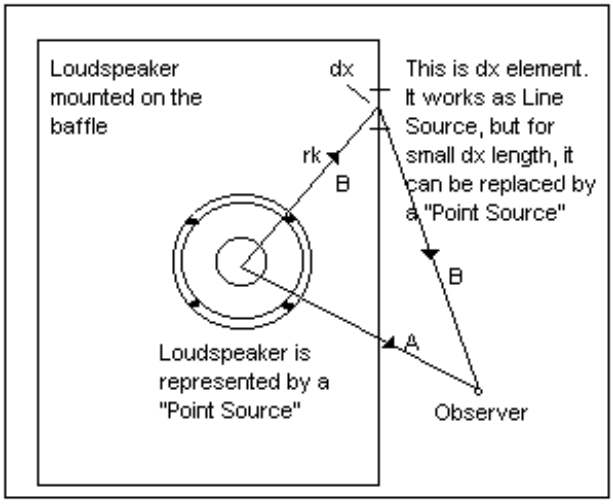

Fig 4.12. GTD concept.
Plainly speaking, when testing in the anechoic chamber, at high frequencies the speaker is radiating into "half space" (**2π**) i.e. it is only radiating into the forward hemisphere. At low frequencies the speaker radiates into "full space", (4**π**) exhibiting a loss of bass when implemented in typical speaker enclosures. The difference in the SPL is 6dB and is referred to as the "6 dB baffle step" or the enclosure's "diffraction loss". The location of the "baffle step" on the frequency scale is dependent on the dimensions of the baffle. The smaller the baffle the higher the transition frequency. Diffraction Loss modeling performed for this article is based on the GTD (Geometric Theory of Diffraction). Figure 4.12 below explains basic idea of GTD. The loudspeaker is mounted on a baffle and it generates certain SPL level at the "Observer" location. The observer receives a combination of direct (A) rays and diffracted (B) rays.